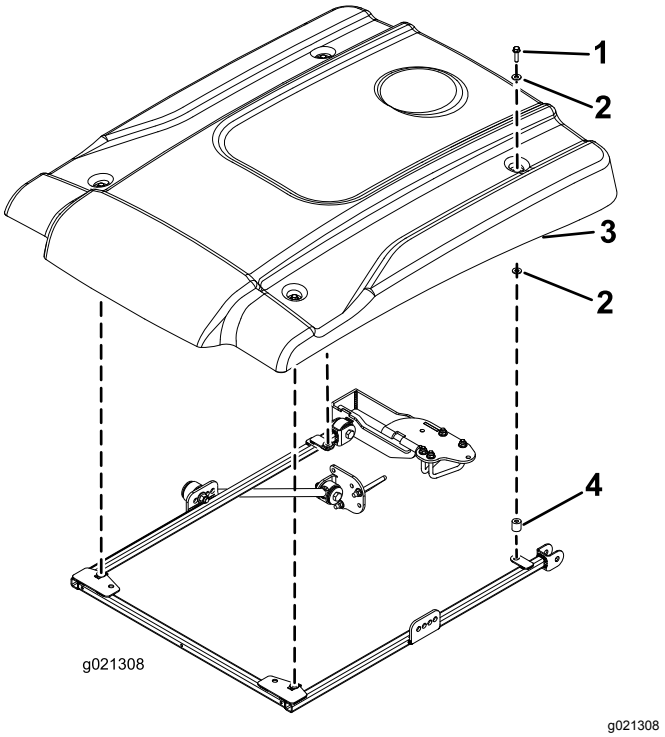

Figura 37
11. Durante l'allineamento dei fori di montaggio, posizionate il parasole sul telaio come mostrato in Figura 37.
12. Montate, senza serrarlo, ciascun angolo del parasole sul telaio con un bullone a testa flangiata (5/16" x 1¼"), 2 rondelle piccole e un distanziale (Figura 37). Posizionate una rondella su ogni lato dell'anello in gomma del parasole.